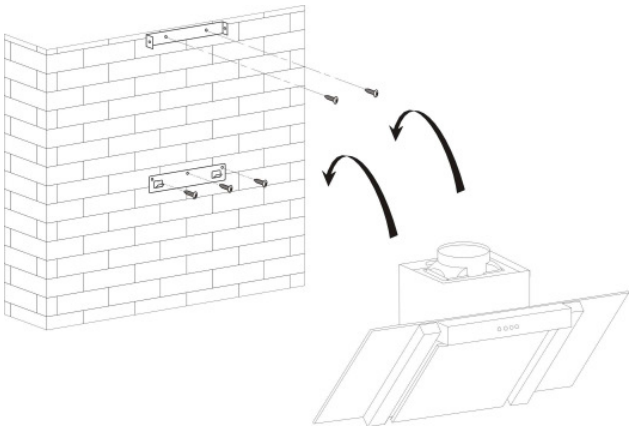

Abb. 5
- Jetzt wird die Dunstabzugshaube in den Haltewinkel gehängt. (Abb. 5)